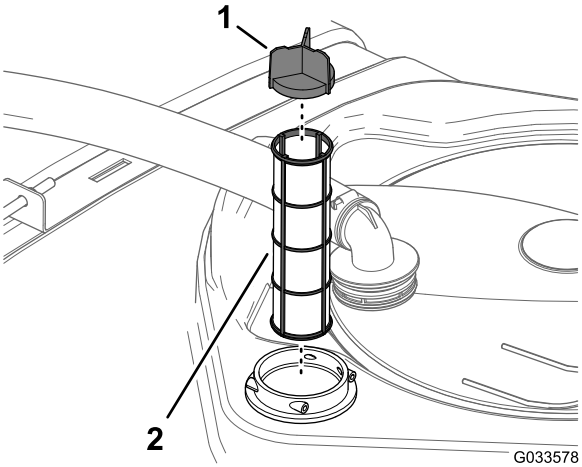

Figur 78
4. Træk sugefilteret ud af filterhuset i tanken (Figur 78).